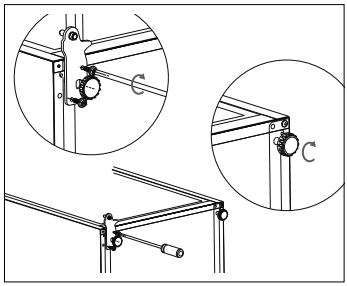

Abb. 12
- Drehen Sie die Lochplatte des unteren Scharniers so, dass die Bohrungen der Lochplatte auf die Bohrungen im Gerät passen und schrauben Sie das Scharnier mit den zwei Halterungsschrauben an die gegenüberliegende Seite des Geräts. Verwenden Sie zum Lösen und Festziehen der Schrauben einen 8er-Schraubenschlüssel oder einen Kreuzschlitz-Schraubendreher (siehe **Abb. 12**).
- Montieren Sie den Stellfuß (siehe **Abb. 12**).